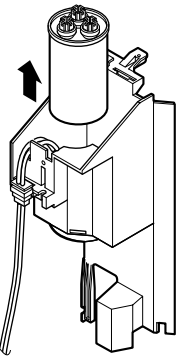

Figure 26
5. Re-install the components by referring to the removal procedure above. (See Figure 26)